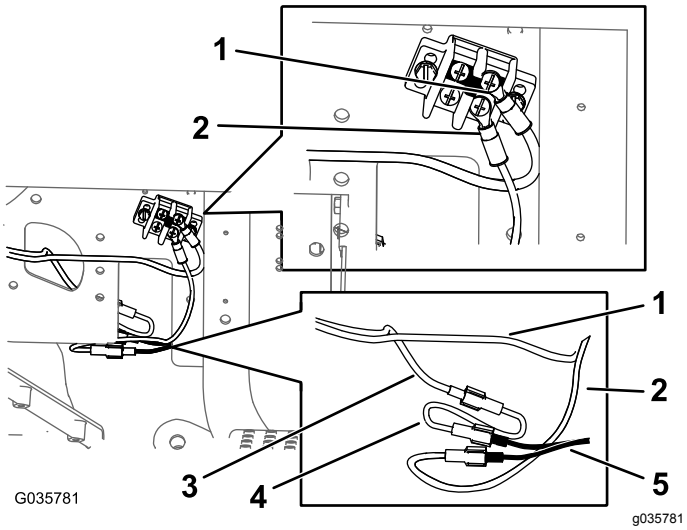

Figur 15
C. Montera kablagets ringkoppling och jordningsadapterns kablage till jordningsblocket (Figur 15).
D. Anslut strömförsörjningsadapterns kablage till kablaget (Figur 15).